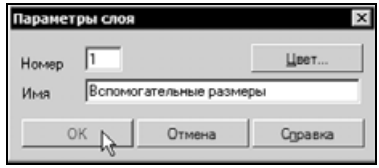

Рис. 3.40
- В диалоговом окне **Параметры слоя** в поле **Имя** введите название нового слоя **Вспомогательные размеры** и нажмите **OK** (рис. 3.40).